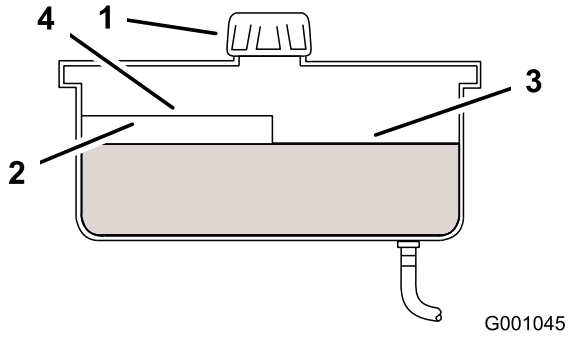

Figura 58
4. Limpie alrededor del cuello de llenado y el tapón del depósito de aceite hidráulico (Figura 58).
6. Mire dentro para comprobar el nivel de aceite en el depósito. (Figura 58).
Nota: El nivel de aceite debe llegar a la parte superior del nivel caliente del tabique cuando el aceite está caliente (Figura 58).